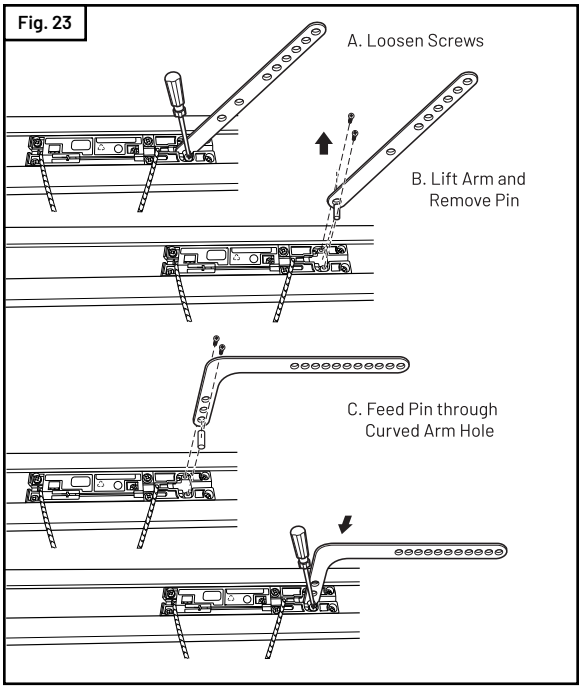

Fig. 23
- Remove and save the two screws that are securing the door arm pin and straight door arm (Fig. 23).